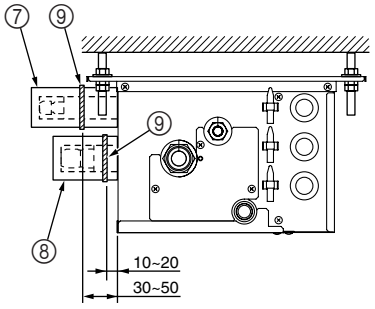

Fig. 7-4
▶ **Gehen Sie wie folgt vor für die Teile des Verteilerkastens die nicht an einem Innengerät angeschlossen sind. (Fig. 7-4)**
(1) Zur Verhinderung von Kältemittelaustritt sorgen Sie bitte dafür, daß die Konusmuttern gemäß den in Tabelle 3 angegebenen Drehmomenten* angezogen sind.
(2) Zur Verhinderung von Kondenswasserbildung müssen die Rohrabdeckungen ⑦ ⑧ installiert und mit den mitgelieferten Bändern ⑨ befestigt werden.